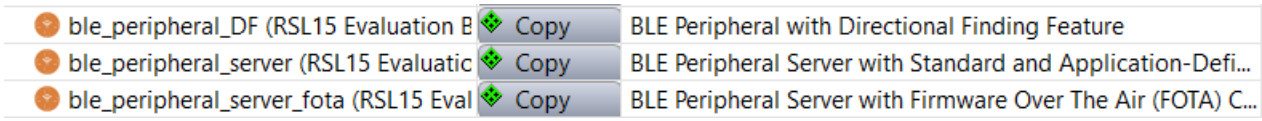

Figure 15. Bringing the Project Into the Workspace
1. Copy the *ble_peripheral_DF* sample application into your workspace. The **C/C++** perspective opens and displays your newly copied project, as shown below in the "Bringing the Project Into the Workspace" figure (Figure 15).